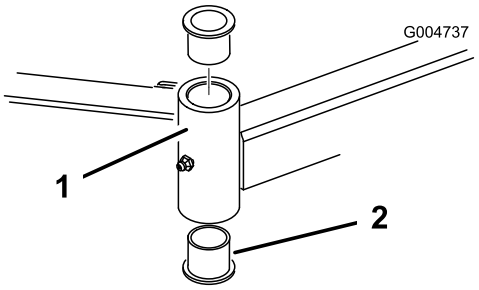

Figuur 79
4. Sla een drevel in de boven- of onderkant van de bevestigingsbuis en tik de lagerbus uit de buis (Figuur 79). Tik ook de andere lagerbus uit de buis. Reinig de binnenkant van de buizen.